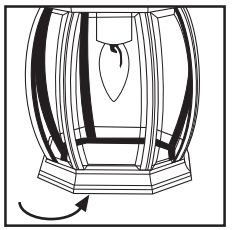

Figure 2
b. For fixtures with an open bottom, simply install the bulbs through the opening in the bottom of the fixture (see figure 2).